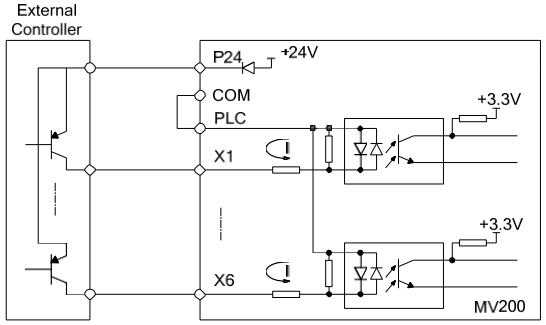

Fig. 3-14 The drain connecting mode when using the internal +24V power supply of the drive
2) When the internal +24V power supply is used and the external controller is the PNP common emitter output (**note**: be sure to remove the short circuit plate between the user terminal PLC and P24 first, then connect it between PLC and COM terminals firmly), the wiring mode is as shown in Fig. 3-14.